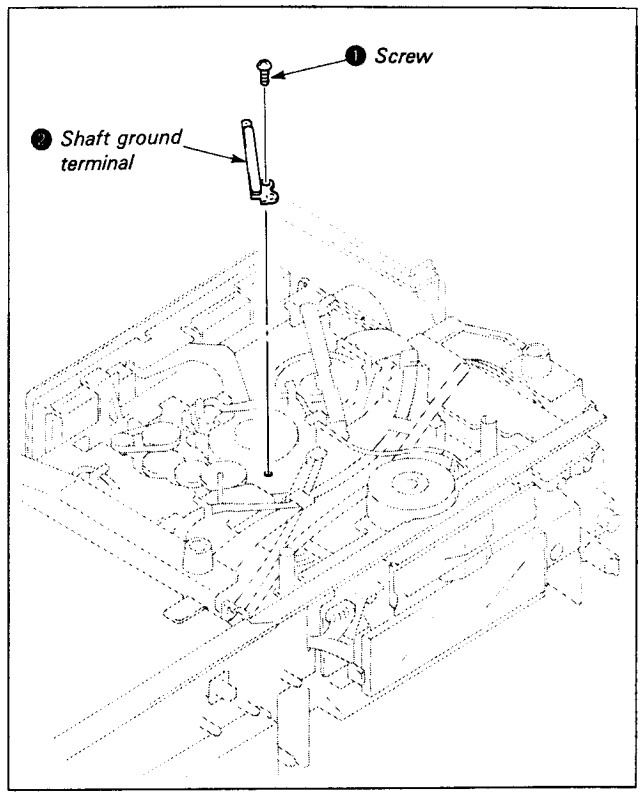
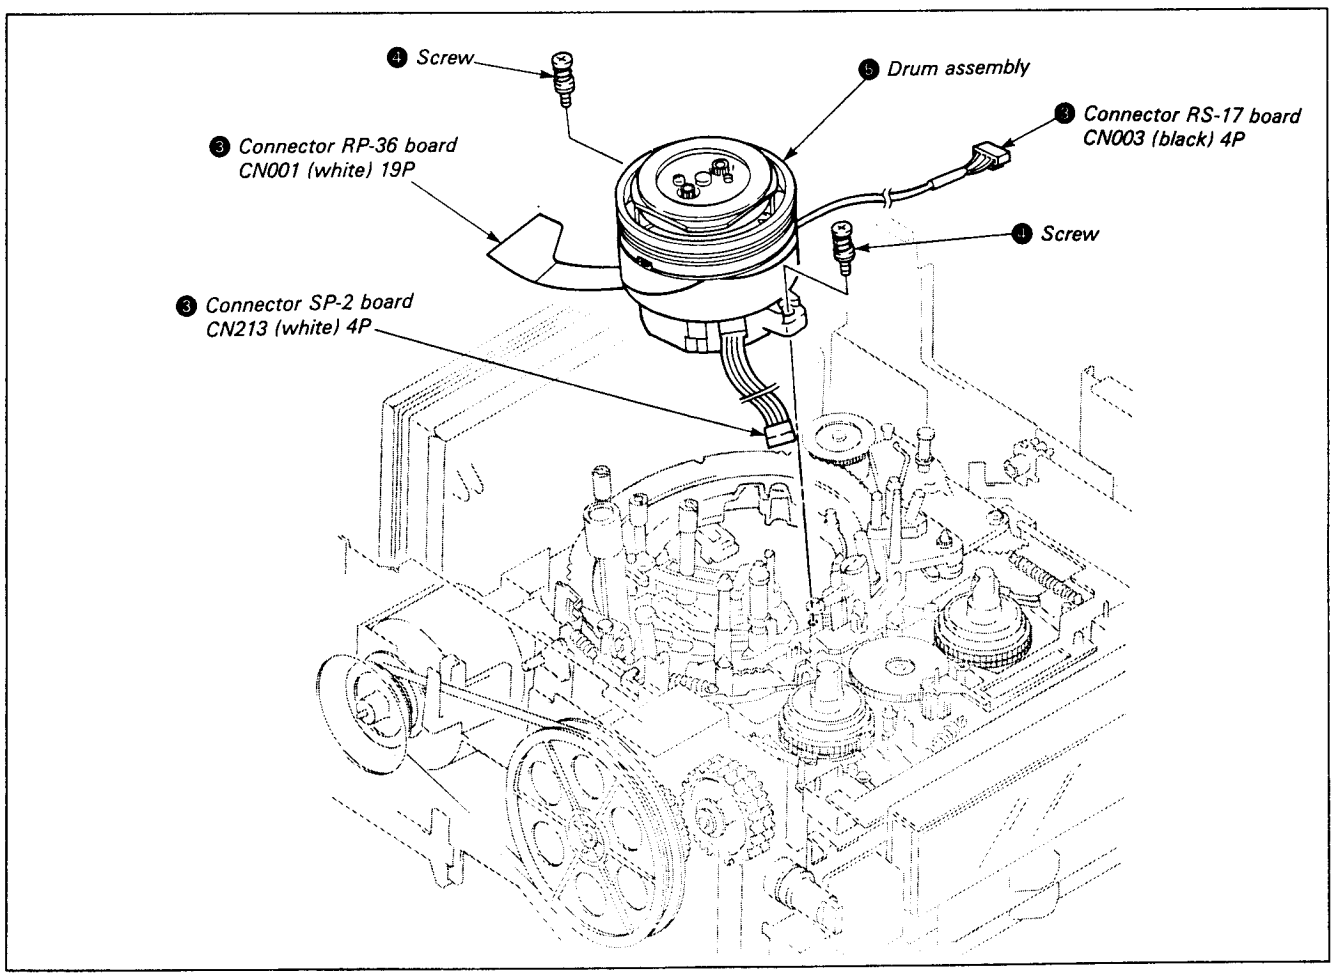

*Fig. 7-50.*
*Fig. 7-51.*
(See Fig. 7-50, 51)
3) Remove screw ❶ and the shaft ground terminal ❷. (See Fig. 7-50.)
4) Remove the three connectors ❸.
5) Remove the two screws ❹.
6) Remove the drum assembly ❺. (See Fig. 7-51.)